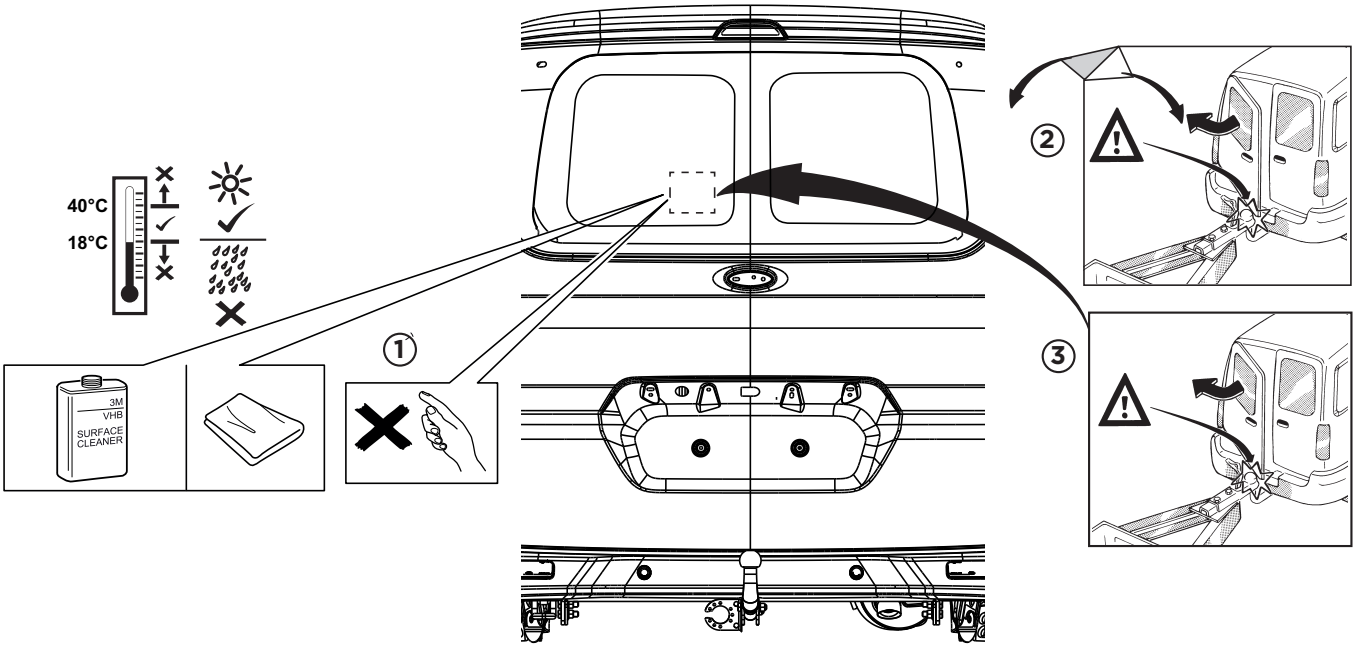

Fig. 1
7. Приклейте наклейку как показано на рис. 1.
7. Place the sticker according to figure 1.
7. Bringen Sie den Aufkleber gemäß Abbildung 1 an.